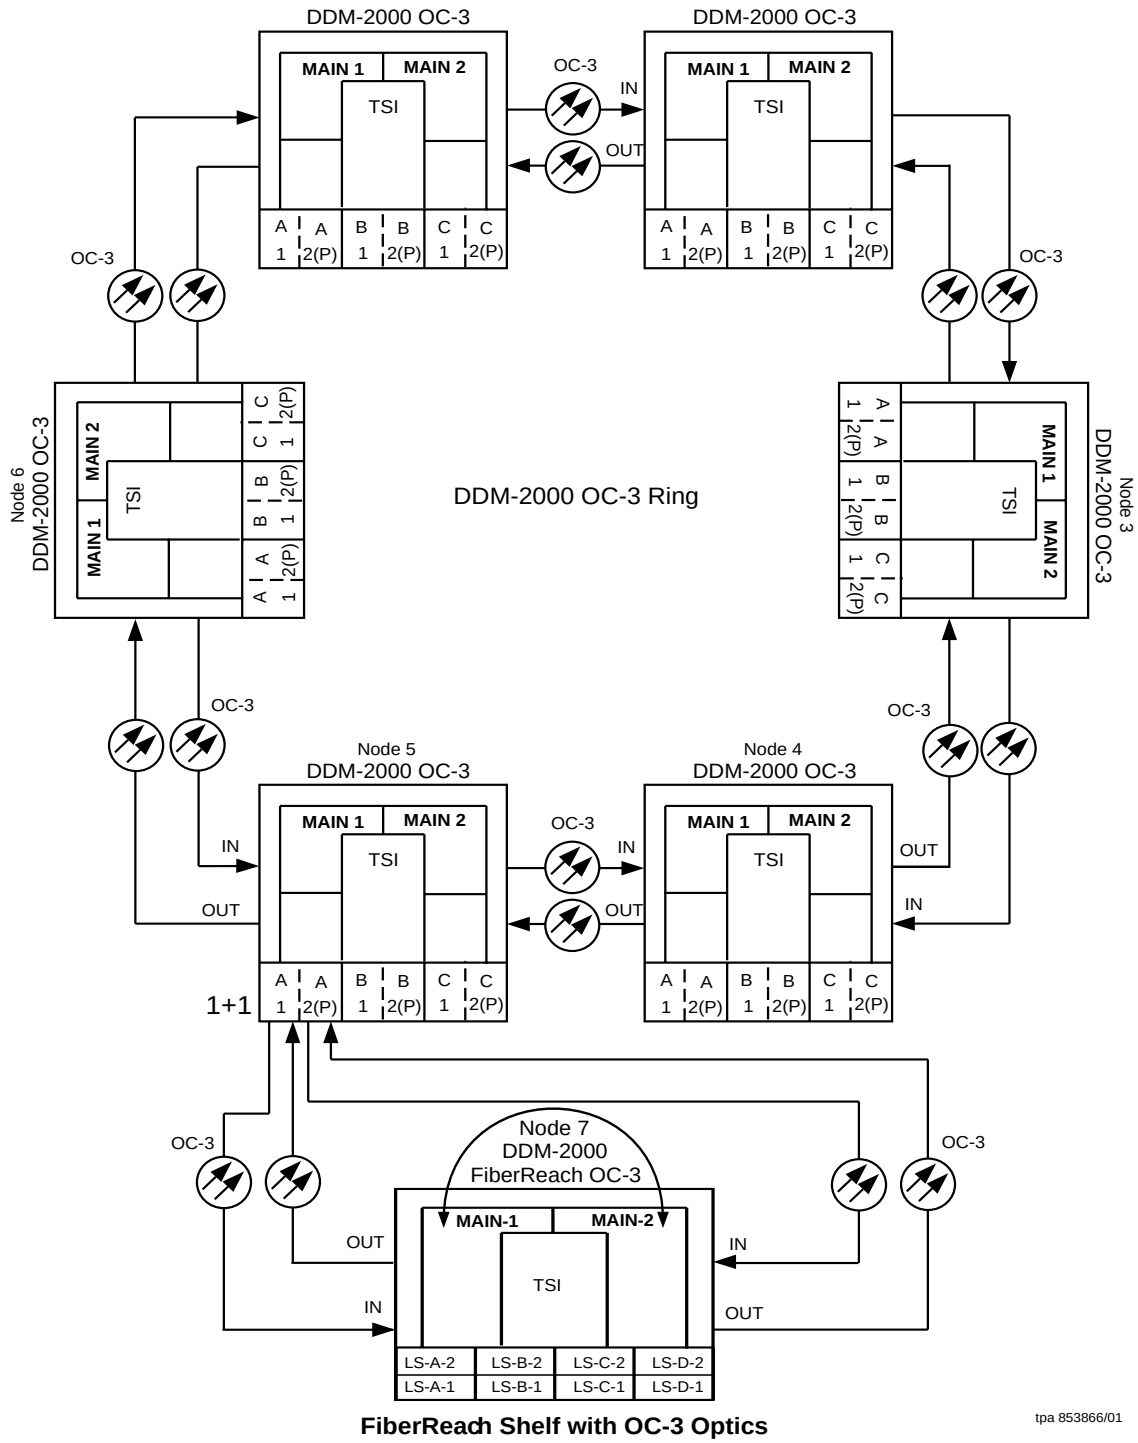

Figure 1 – Example OC-3 Linear Extension Connections
This OC-3 linear extension requires that the **FUNCTION UNITS ( ) 1 OLIU** on the host OC-3 shelf connect to the **MAIN-1 OLIU** at the FiberReach OC-3 shelf. **MAIN-2 OLIU** at the FiberReach OC-3 shelf (node) connects to **FUNCTION UNITS ( ) 2(P) OLIU** on the host OC-3 shelf. See Figure 1. This procedure will establish the OC-3 linear extension starting from the host OC-3 node to the FiberReach OC-3 node and back to the host OC-3 node.
At the near end, remove the optical loop from the **OLIU** (for example in Figure 1, Node 5 OC-3 shelf **FUNCTION UNITS A 1**) associated with the optical span being established. At the other end of the optical span, remove the optical loop from the associated **28-Type OLIU** (for example, in Figure 1, Node 7 FiberReach OC-3 shelf **MAIN-1 OLIU**).
Determine the network configuration (for example, see Figure 1 or Figure 3.)